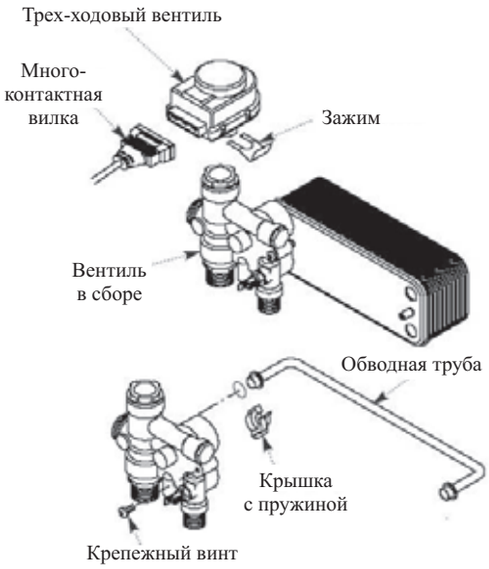

Рисунок 4-20
3. Теперь можно заменить трех-ходовый вентиль или вынуть вентиль в сборе (Рисунок 4-20).